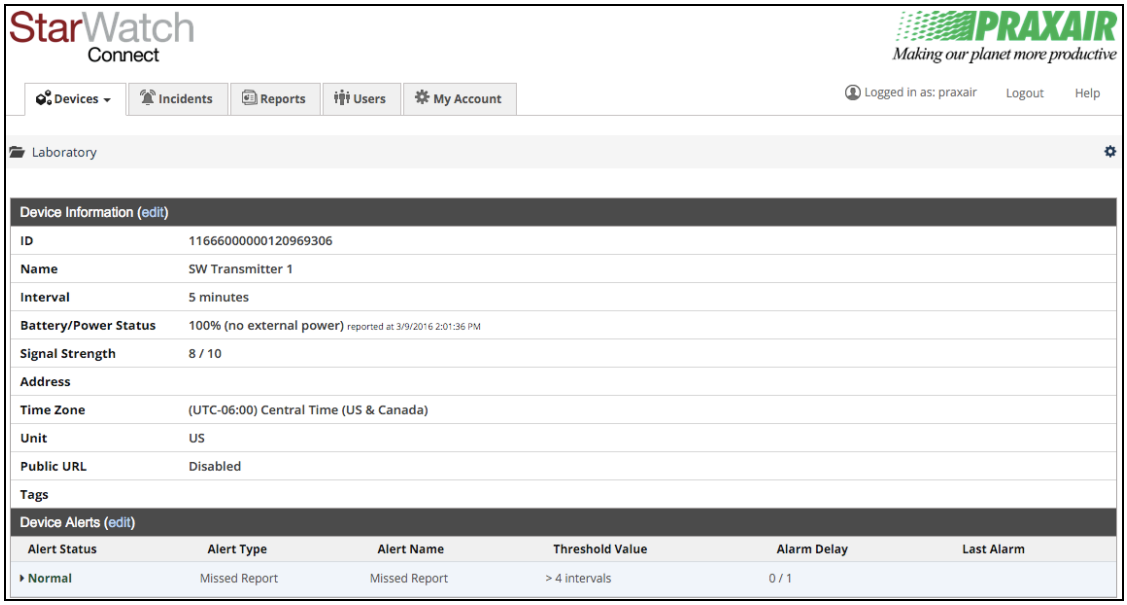
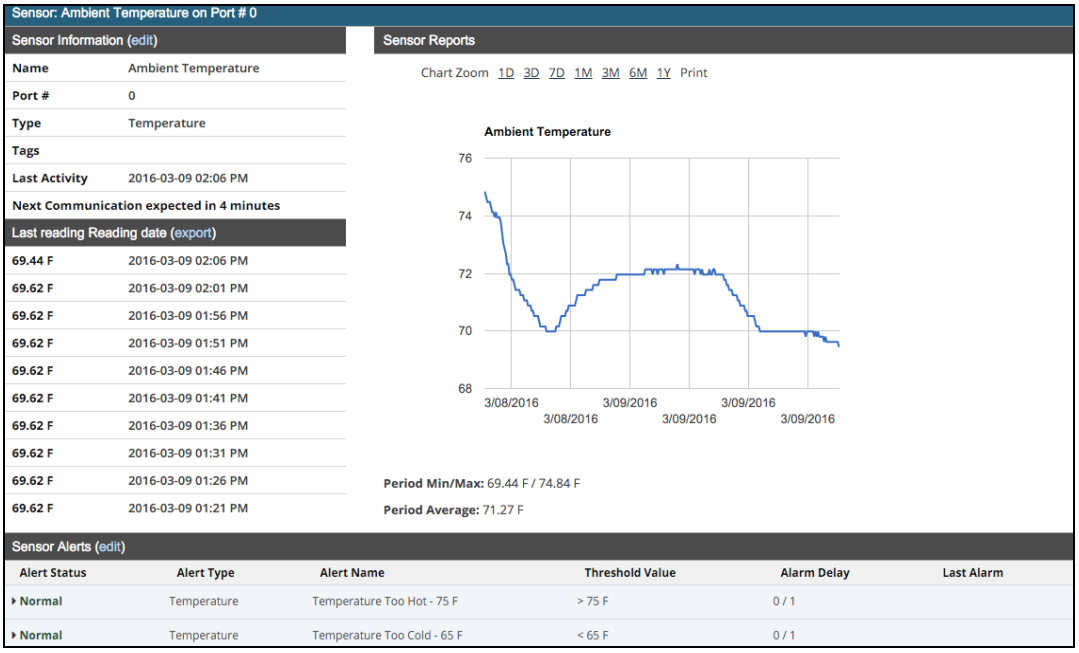

Figure 4: Device View Screen Showing Examples of Device Information and Device Alerts
Figure 5: Device View Screen Showing Examples of Sensor Information and Sensor Alerts
The Device View selection allows you to view and edit information for a particular device. Figures 4 and 5 show screen examples that display different information that can be accessed.
1. From the Device List Screen, select **View** next to any device to view and edit information for that device. The Device View Screen displays Device Information and Device Alerts (see Figure 4), and sensor information and sensor alerts that are associated with the device (see Figure 5).
The field values identified below can be viewed or adjusted (see Figure 4)
The Device Alerts window displays the status of all alerts created for that device. Device alerts assess the functionality of the monitoring device. The Device Alerts window displays the Alert Status, Alert Type, Alert Name, Threshold Value triggering the alert, Alarm Delay, and Last Alarm (see Figure 4).
Sensor Alerts: The Sensor Alerts Screen displays the status of all alerts created for that sensor. Sensor alerts display alarms if a sensor reading crosses a specified Threshold Value. The Sensor Alerts Screen displays the Alert Status, Alert Type, Alert Name, Threshold Value triggering the alert, Alarm Delay, and Last Alarm (see example in Figure 5).
From the Device View Screen (see Figure 4), select **edit** located above the Device Alerts window (see section 1.3.2).
From the Device View Screen (see Figure 5), select **edit** located above the Sensor Alerts window (see section 1.3.3).